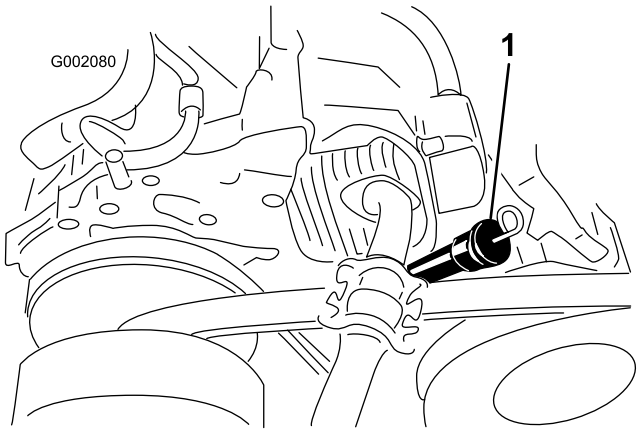

Figur 41
8. Gör rent runt oljestickan och påfyllningspipen och ta bort oljestickan (Figur 41).
9. Fyll på med specificerad olja i påfyllningspipen tills nivån når upp till markeringen Full på oljestickan (Figur 41).
10. För in oljestickan helt i påfyllningspipen, dra ur den och kontrollera oljenivån (Figur 41).
11. Sätt tillbaka oljestickan i påfyllningspipen så att den sitter ordentligt (Figur 41).